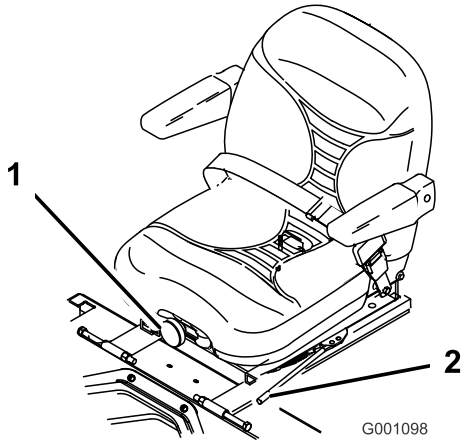

Figur 26
1. Sædet kan justeres ved at flytte håndtaget til siden for at låse sædet op (Figur 26).
Drej på knappen foran på sædet for at opnå den mest behagelige position (Figur 26).